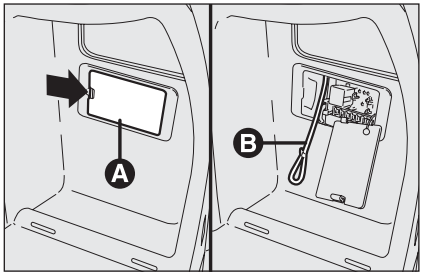

rys. 29
- ❒ otworzyć pokrywę **A-rys. 29** dostępu do skrzynki bezpieczników umieszczonej z prawej strony bagażnika, naciskając w miejscu wskazanym strzałką;